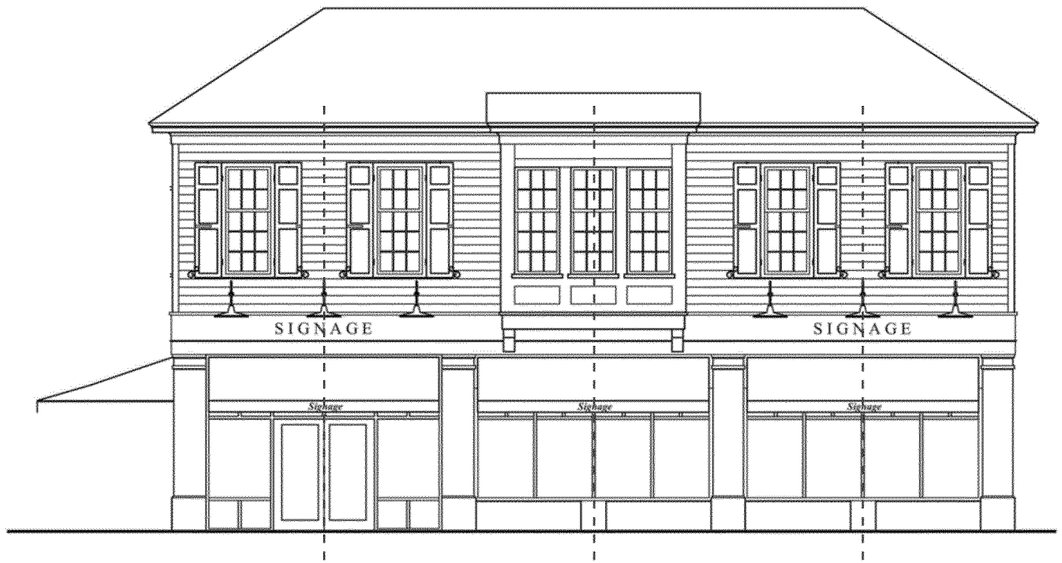

*Figure 8*
- Bay windows on facades facing a street shall extend to the ground or be structurally or visually supported by brackets. See Figure 8.
- Shutters shall be shaped, sized and proportioned to the windows they serve. See Figures 8 and 25.
- Shutters shall be operable or provided with adequate hardware to make them appear operable and shall be mounted as if hinged to the window frame or brick surround. See Figures 8 and 25.